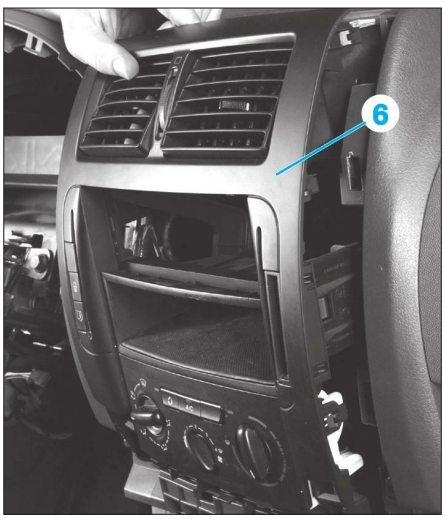

**Fig. 19**
• Dégrafer l'ensemble de la façade centrale (6) **(Fig.19)**.